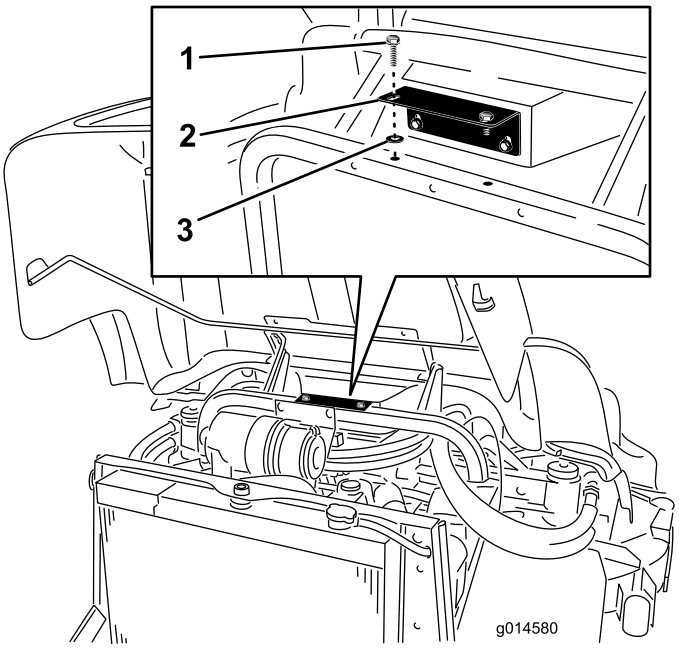

Figura 1
3. Retire os (2) parafusos de cabeça de flange que prendem o suporte de apoio do compartimento de armazenamento ao chassis (Figura 1).